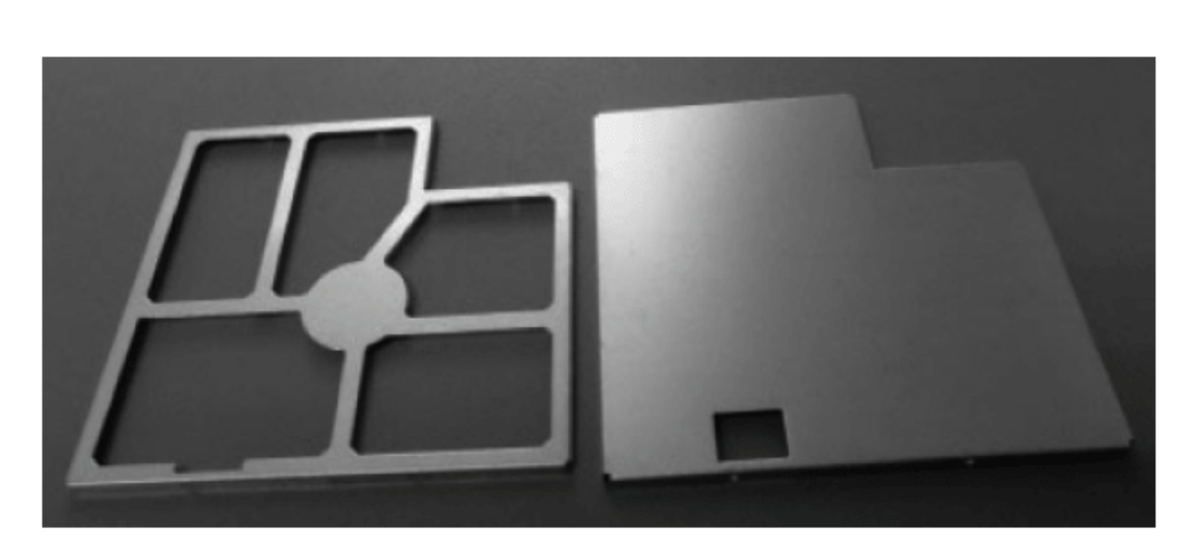

图 4-17　两件式屏蔽罩
(2) 两件式屏蔽罩(Cover+Frame):由支架和盖子组成,是目前常用形式,遮蔽率优,一定程度上方便后期检修。缺点是需要两次开模,成本较高。两件式屏蔽罩如图 4-17 所示。